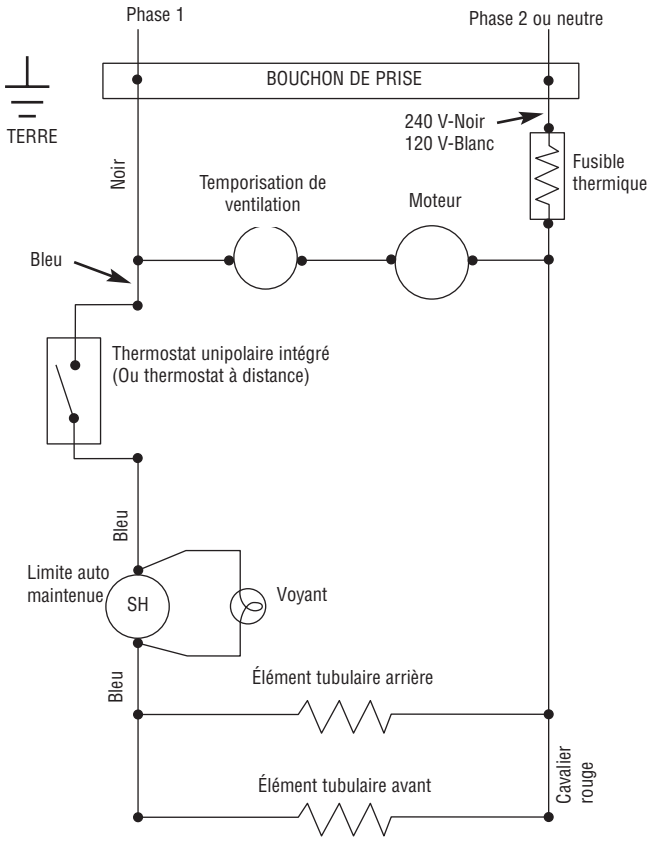

Figure 2 – Câblage avec un thermostat monté dans le radiateur (Pour obtenir une puissance inférieure, ôter le cavalier rouge)
5. Réalisez les raccordements de câblage, en fixant les fils sur deux (2) fils en tire-bouchon, noirs pour les modèles en 240/208 V, ou noir et blanc pour le modèle 120 V, avec des capuchons de fixation de fils (fournis). Branchez le fil amenant la terre au fil de terre en tire-bouchon avec un capuchon de fixation (fourni). Voyez la Figure 2.